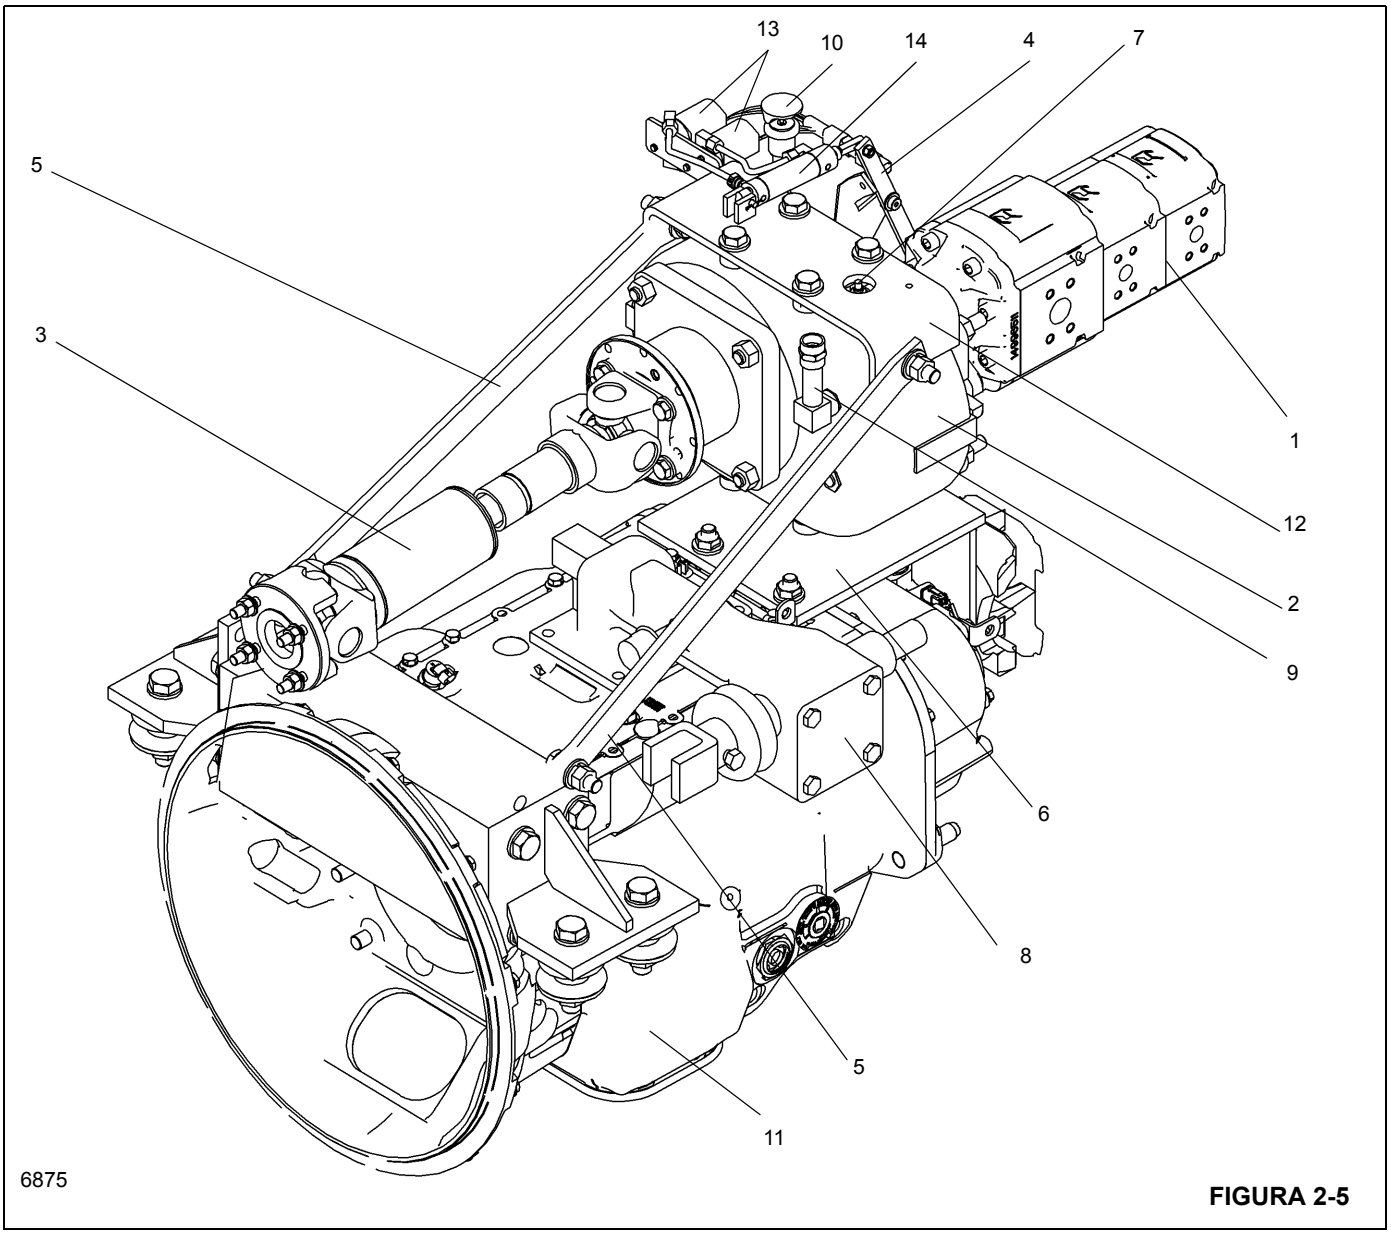

FIGURA 2-5
O acionamento da bomba hidráulica (Figura 2-5) é montado na parte superior da transmissão. O motor impulsiona o acionamento da bomba usando um eixo propulsor montado entre o acionamento da bomba e a PTO (Tomada de força) do motor. O acionamento da bomba é usado para transmitir a potência do motor às bombas hidráulicas. O acionamento da bomba incorpora uma desconexão que é operada por um cilindro pneumático.
3. Instale os componentes pneumáticos de mudança de marchas no acionamento da bomba. Consulte Figura 2-5. Para os solenoides, aplique um composto trava-rosca de resistência média (Especificação 6829012418, Loctite 243) nas roscas dos parafusos que fixam os solenoides em seus suportes de montagem. Verifique se o cilindro pneumático está firmemente preso ao acionamento da bomba com um pino de segurança e um contrapino. Verifique se a alavanca de desconexão está conectada à junta esférica (superior) conectada do cilindro pneumático, ao suporte e à junta esférica (inferior), perto do lado inferior da bomba. Verifique se há arruelas lisas de 3/8 pol. suficientes em sua conexão pivô ao suporte para minimizar a folga lateral e verifique se todas as juntas esféricas podem se mover livremente. Ajuste as porcas das juntas esféricas conforme necessário.